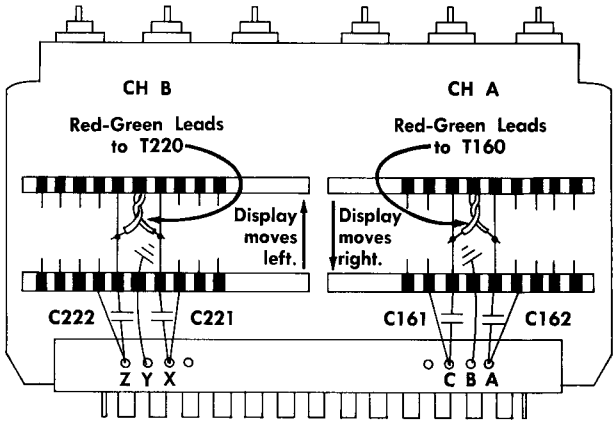

Fig. 5-7. Gate Generator parts location for adjusting co-channel time coincidence.
e. Fig. 5-7 shows the location of an adjustable time system on the Gate Generator subchassis. For example, if Channel A display should need to be moved to the right 30 psec, move the red and green leads to T160 exactly one centimeter closer to the 22-pin connector. Use a small soldering iron and move both leads equally so they are parallel when moved. A total range of about 100 psec adjustment is available by moving the red and green leads of both channels in opposite directions.